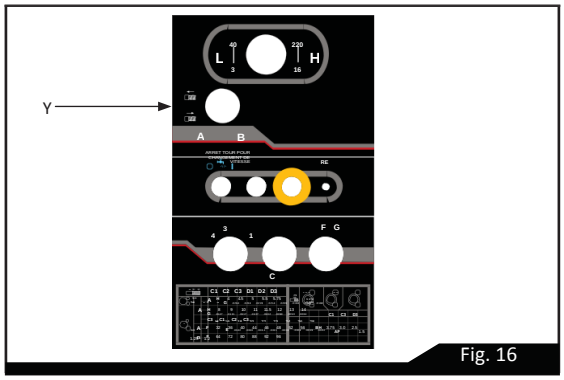

Fig. 16
En plus de la barre transversale de la roue à main, le chariot peut être activé via des commandes à l'avant du tablier, voir le bouton (A) sur la Figure 16. Si le levier d'avance automatique (A) est déplacé vers le haut, le chariot fonctionne avec une avance longitudinale. Si le levier (A) est en position intermédiaire, le fonctionnement est manuel. Si le levier (A) est déplacé vers le bas, le fonctionnement d'avance transversale entre en action.